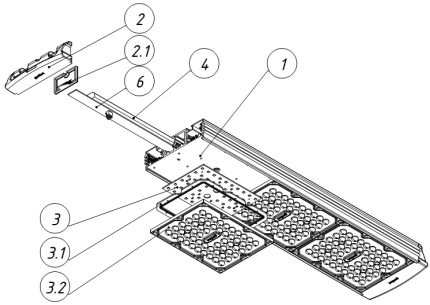

Рисунок 1 — Конструкция светильника Geniled Optimus.
3.3. Светильник Geniled Optimus состоит из основных частей (см. рисунок 1):